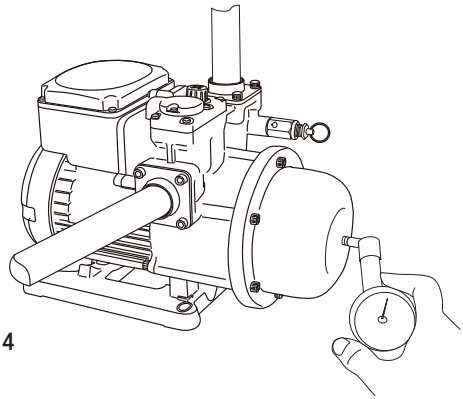

Fig. 4
4. Pressure tank air charge should be checked at regular intervals of every 3 months and after the pump has not been used for a prolonged period.To check the Pressure Tank air pressure, turn off power, open a tap on the discharge line to release pressure from the pump, unscrew the black plastic cover and apply an accurate pressure gauge to the valve as shown in Fig 4.